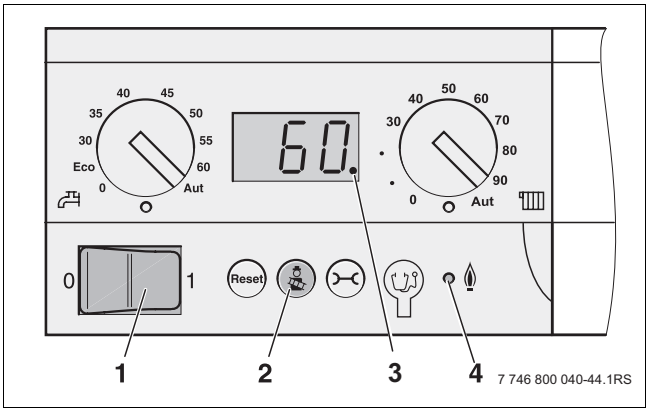

Bild 42 Bedienfeld des Basiscontrollers
- Betriebsschalter (→ Bild 42, [1]) am Bedienfeld des Basiscontrollers auf „0“ (Aus) stellen.
- Betriebsschalter (→ Bild 42, [1], Seite 46) am Bedienfeld des Basiscontrollers auf „0“ (Aus) stellen.